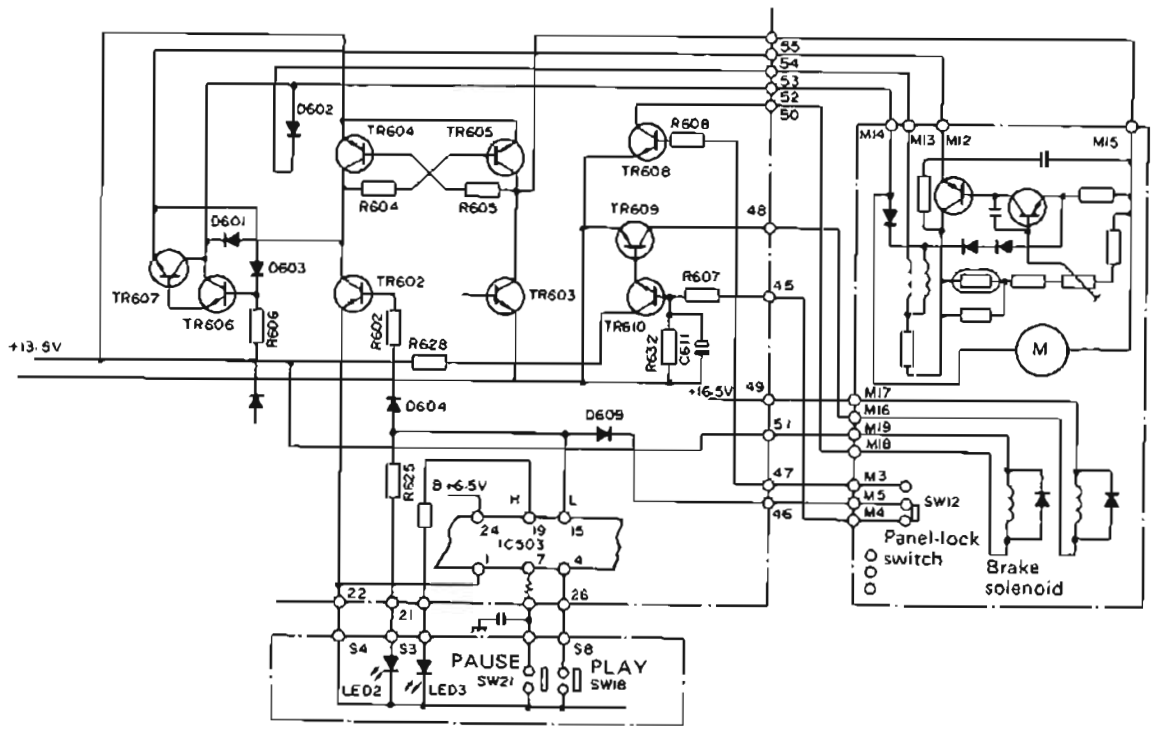

Fig. 15
5. PAUSE-mode operation (See Fig. 15.)